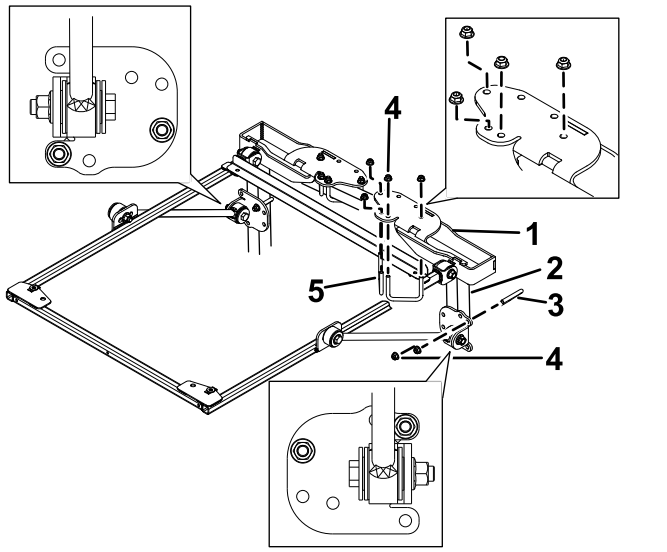

Figure 36
4. Position the ROPS-mounting brackets onto the top of the traction unit roll bar (Figure 36). Make sure that the roll bar is centered in the ROPS-mounting brackets.
5. Using the mounting holes shown in Figure 36, mount each ROPS-mounting brackets to the top of the roll bar with 2 U-bolts (2-3/4 inch) and 4 flange nuts.
6. Using the mounting holes shown in Figure 36, loosely secure each of the brace brackets to the roll bar posts with a U-bolt (4 inches) and 2 flange nuts.